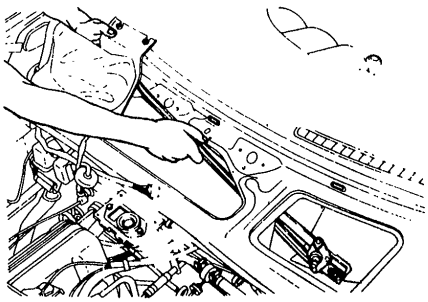

Fig. BE-117 Removing link assembly
6. The linkage can then be taken out easily. Refer to Figure BE-117.